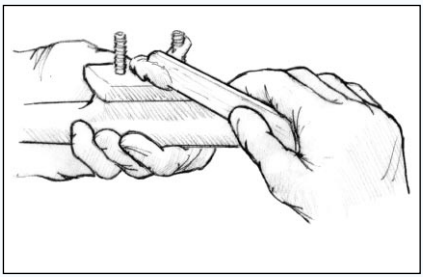

Figur 17 Belæg bunden af beslaget og befæstelseselementernes gevind med fortykket epoxy
4. Sprøjt en ikke-løbende epoxy/404- eller 406-blanding i hullet. Brug nok blanding til at sikre, at der ingen mellemrum er i hullet efter isætning af befæstelseselementer. Belæg bunden af beslaget og befæstelseselementernes gevind med fortykket epoxy *(Figur 17)*.